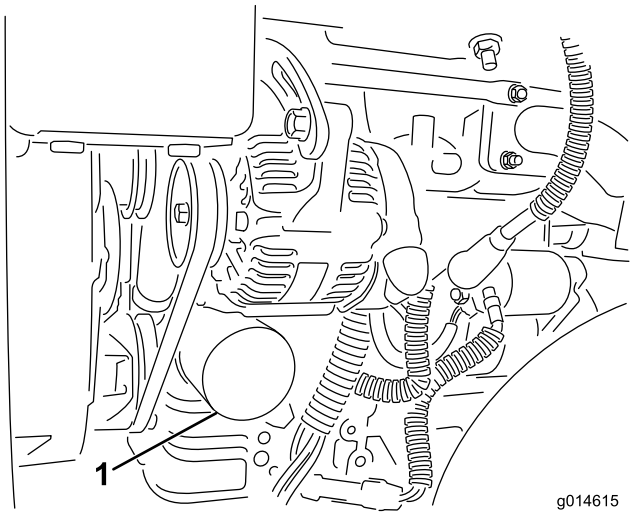

Figur 46
2. Fjern oliefilteret (Figur 46). Påfør et let lag ren olie på den nye filterpakning.